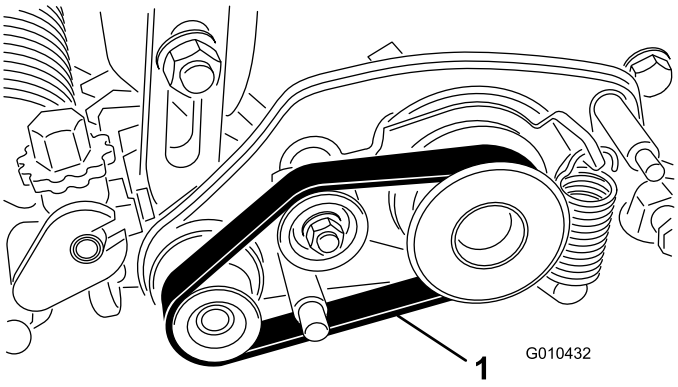

Рисунок 29
2. Снимите ремень с ведомого, натяжного шкива и шкива в сборе (Рисунок 29).